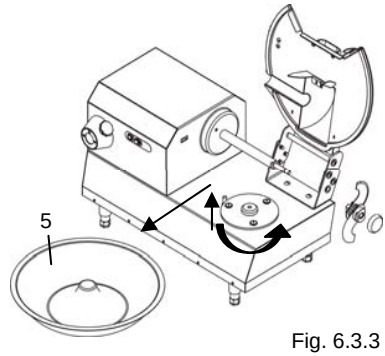

Fig. 6.3.3
- Turn the tank “5” counter-clockwise (Fig. 6.3.3) in order to release it from its seat
- After having followed the instructions described in Par. 6.4 remove the tube Ref. 6 Fig. 6.3.3.